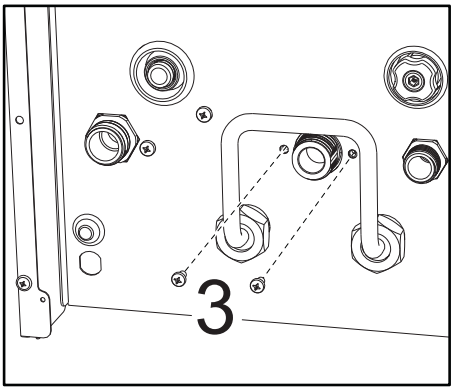

fig. 46
- Svitare le viti **“3”** (fig. 46)